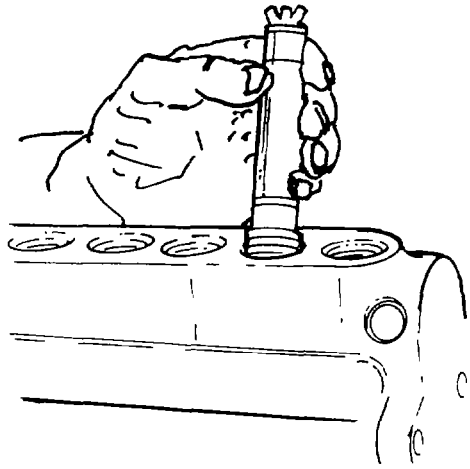

Fig. 99 — Removing Delivery Valve Body
u. Remove the plunger spring (item 25), upper spring seats (item 26) and control sleeve assemblies (items 27 to 29).
w. Remove the delivery valve securing nuts (item 67), sealing gaskets (item 66), holders (item 65) and springs (item 64).
x. Use a magnetic pencil or wooden dowel to remove the delivery valve stems (part of item 63), and using puller TSE 76242, remove the delivery valve body as shown in fig. 99.